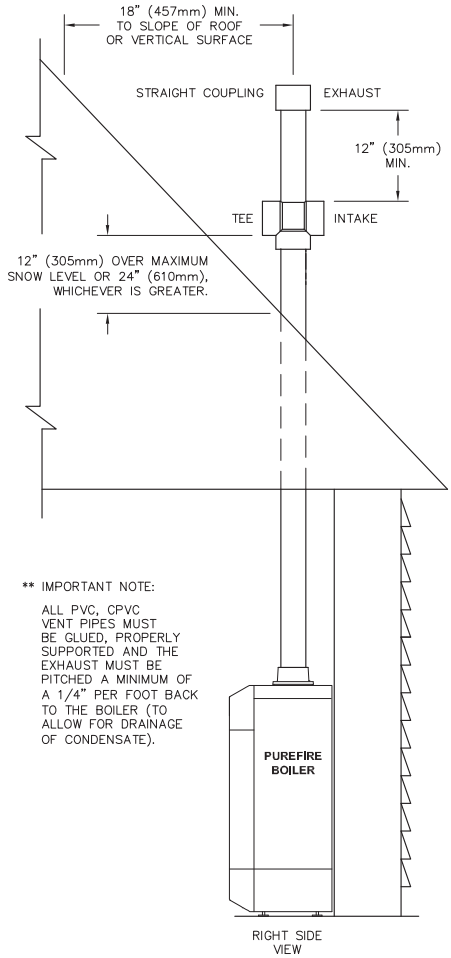

Figure 3.9: Standard Vertical Vent Installation
a. Figure 3.9 shows the approved venting configuration for vertical venting using the standard fittings supplied.